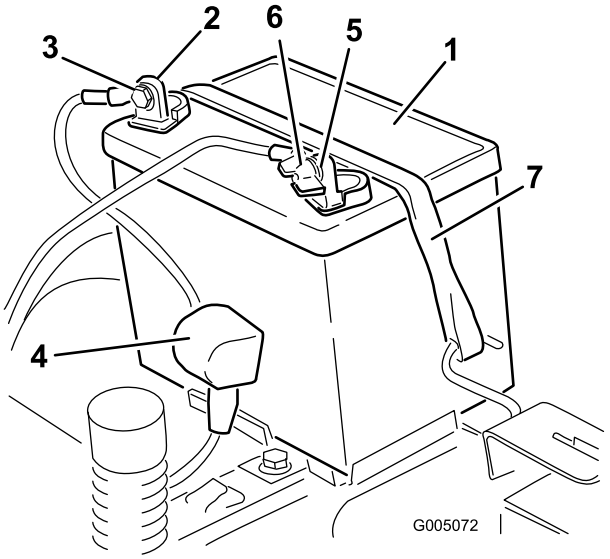

Figur 39
4. Tag det sorte minusjordkabel af batteriets pol (Figur 39). Gem alle fastgørelsesanordningerne.
5. Skyd gummikappen op ad det røde positive kabel. Tag det røde positive kabel af batteriets pol (Figur 39). Gem alle fastgørelsesanordningerne.
6. Fjern batteritilholderen (Figur 39), og løft batteriet op fra batteribakken.
1. Placer batteriet i bakken (Figur 39).
5. Fastgør batteriet med tilholderen (Figur 39).